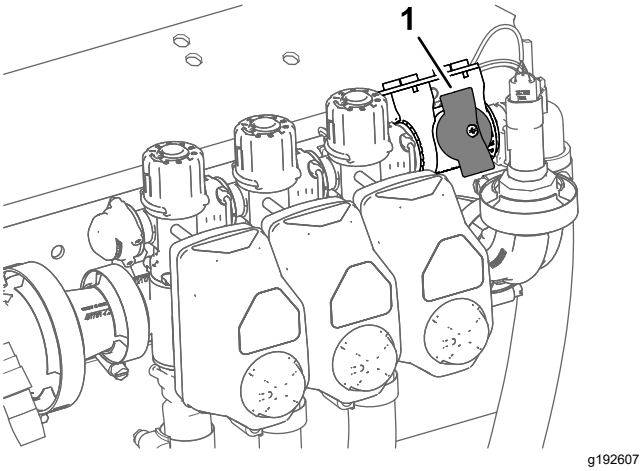

Figure 42
2. Rotate the knob for the section-bypass shutoff valve to the closed position (Figure 42).